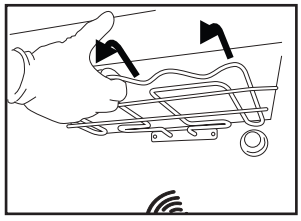
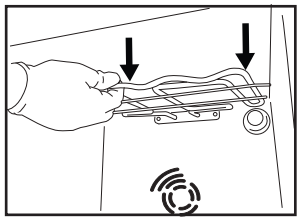

Fig. 1
Fig.2
2. Tirez légèrement l'élément chauffant (*Fig. 1*) et abaissez-le (*Fig. 2*).